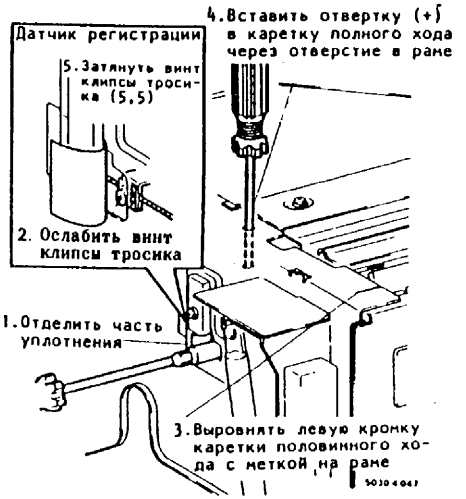

Рис.4. Регулировка исходного положения каретки полного хода и каретки половинного хода
2. (Рис.4): Отрегулировать исходное положение каретки полного хода и каретки половинного хода.